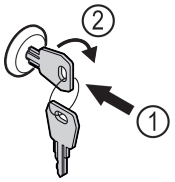

Fig. 58 Example illustration
▶ Insert key *Fig. 58 (1)*.
▶ Turn key clockwise by 90° *Fig. 58 (2)*.